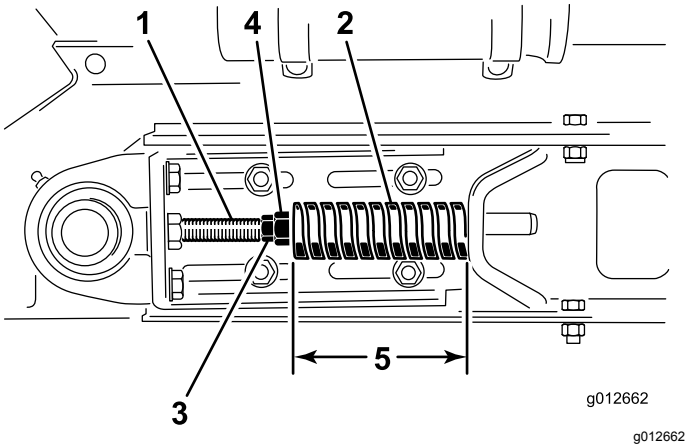

**Figur 20**
3. Løsn den bageste kontramøtrik (Figur 20).